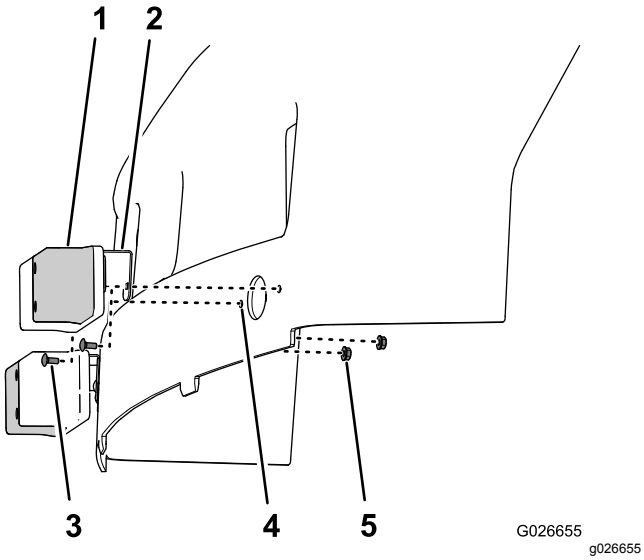

Figuur 6
4. Lijn de openingen in de beugel en het licht uit met de opening in de motorkap (Figuur 6).
5. Bevestig de beugel en het licht aan de motorkap met de slotbouten (nr. 10 x ½") en flensborgmoeren (nr. 10); zie Figuur 6.